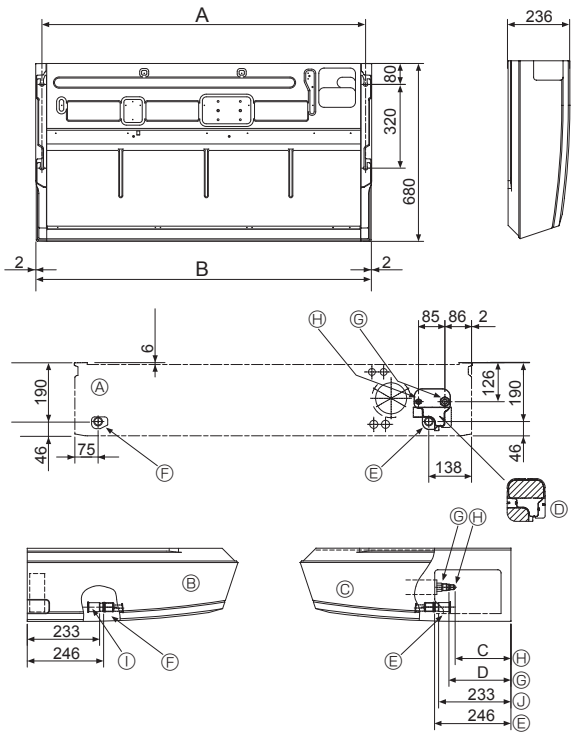

Fig. 3-2
3.2. Préparation à l’installation (Fig. 3-2)